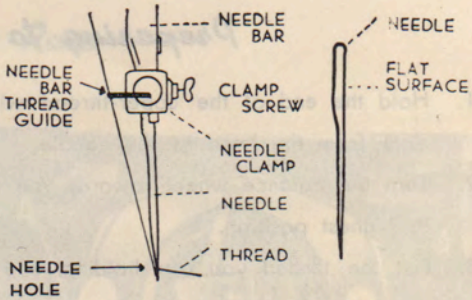

Fig 14
2. Hold the needle in the left hand with the point down, and insert the needle up into the needle clamp as far as it will go, with its flat surface to the right; then retighten the clamp screw (Fig. 14).